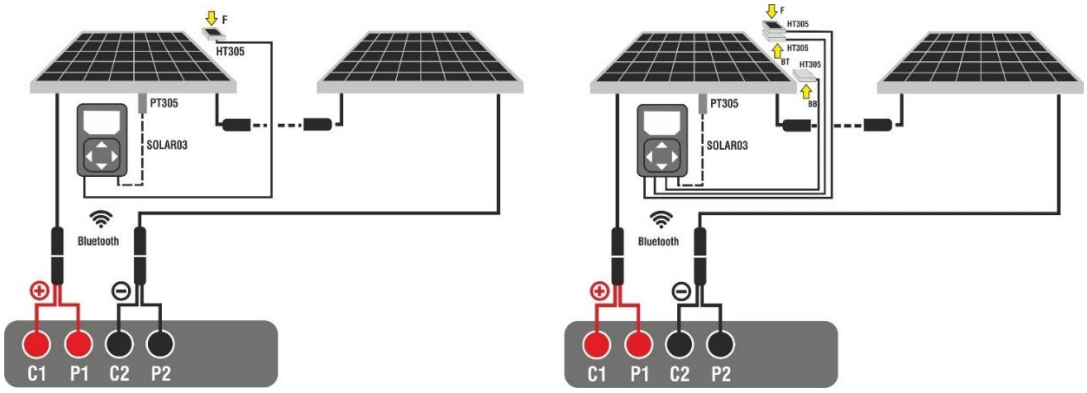

Fig. 64: Conexión con la unidad SOLAR03 sobre módulos Monofaciales y Bifaciales
2. Conecte el instrumento y la unidad remota SOLAR03 al módulo/string en pruebas como se muestra en la Fig. 64. En particular:
- **En el caso de módulos Bifaciales →** posicione las **3 las células de referencia HT305** sobre el plano frontal del módulo **(F)**, sobre la parte superior trasera (**BT**=**B**ack**T**op) y sobre la parte inferior trasera (**BB**=**B**ack**B**ottom) del módulo. Conecte la célula de referencia frontal (F) en la entrada "**INP1**", la célula de referencia BT en la entrada "**INP2**", la célula de referencia BB en la entrada "**INP3**" y **eventualmente** la sonda de temperatura **PT305** en la entrada "**INP4**" de la unidad remota. De acuerdo con la normativa IEC/EN60904-1-2, el instrumento calcula el valor de Irradiación frontal equivalente (**Irreq**) que corresponde a la Irradiación únicamente sobre el plano frontal que produce los mismos efectos que la Irradiación obtenida sobre ambas caras teniendo en cuenta el **coeficiente de bifacialidad** (φ) del módulo en base a la siguiente relación: